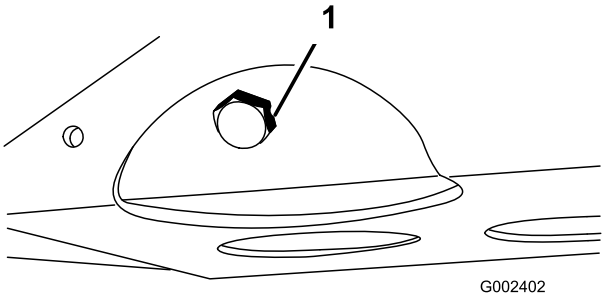

Figuur 44
2. Verwijder de aftapplug en laat de olie in een opvangbak lopen (Figuur 44).